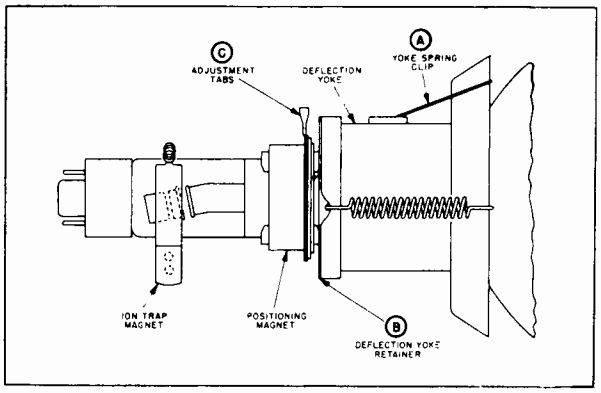

Figure 18.
DEFLECTION YOKE ADJUSTMENT. — If the picture is tilted, squeeze the ends of the yoke spring clip (A in Figure 18) together and lift them off the CRT support ring. Rotate the yoke until the picture is horizontal. The deflection yoke retainer (B in Figure 18) may rotate with the yoke. If this occurs the retainer should be held in position while the yoke is rotated, making sure that the yoke end cover rotates with the yoke. When the deflection yoke has been properly adjusted, reset the spring clip to hold the yoke in position.
2. Bring the protruding adjustment tabs (C in Figure 18) together.